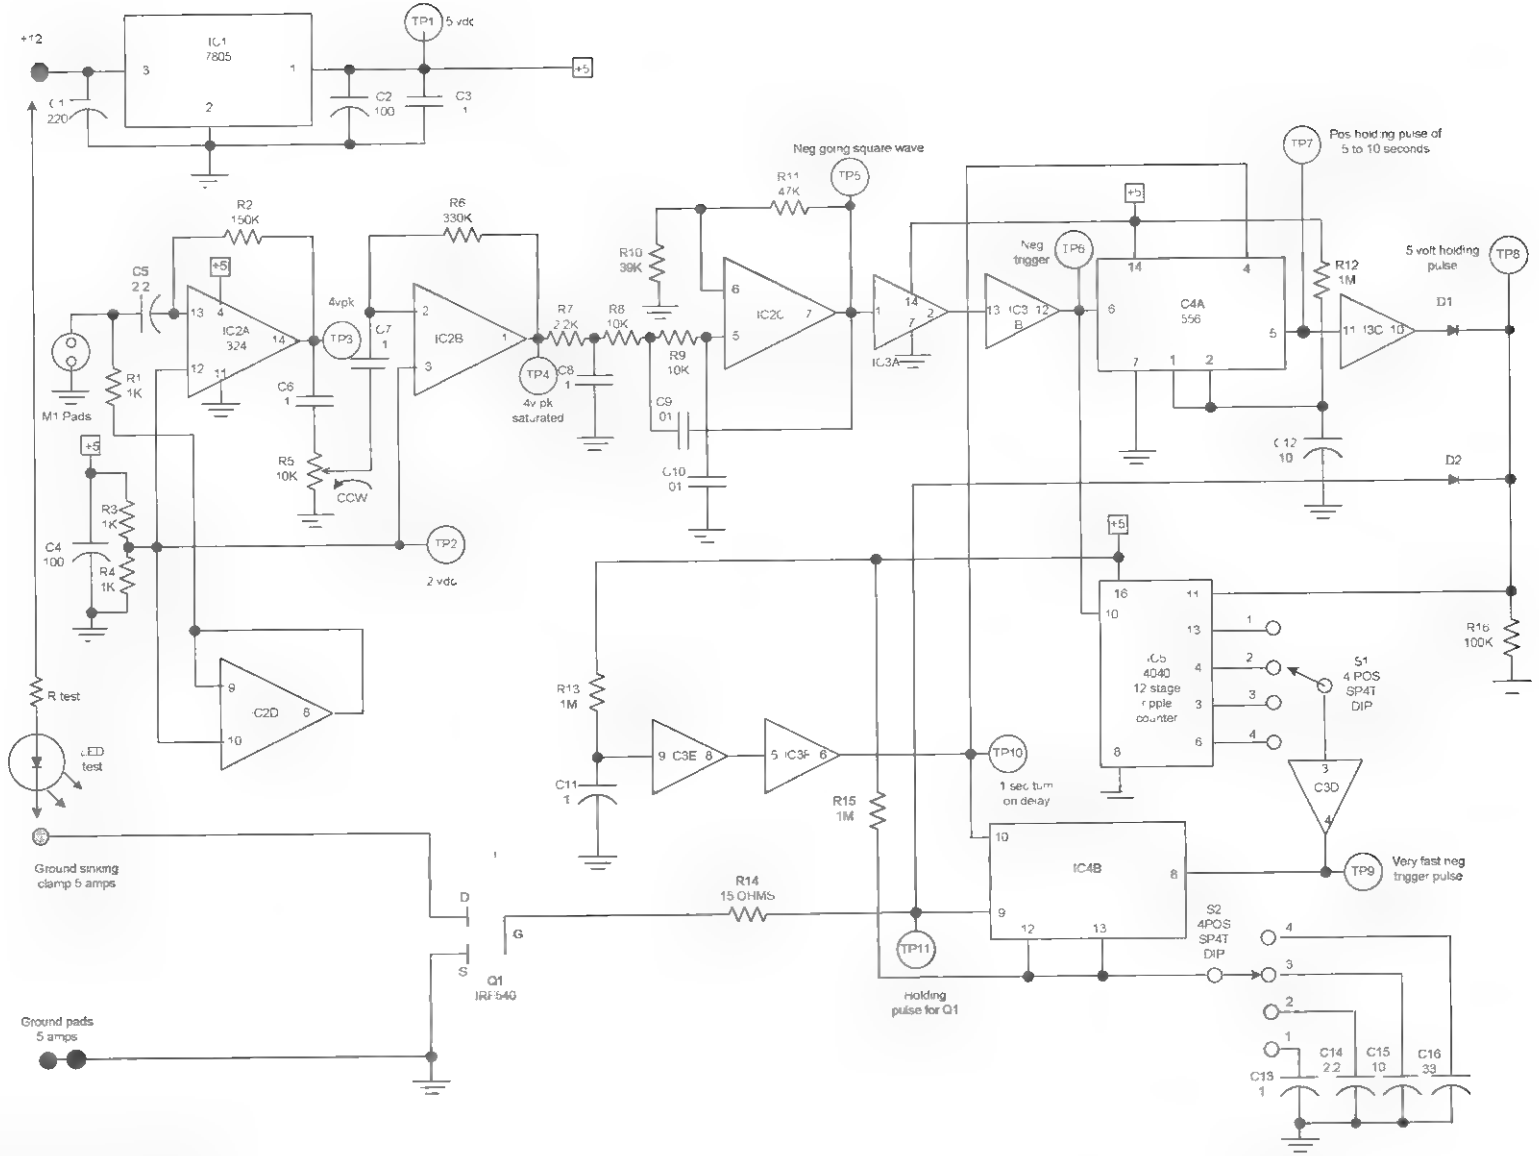

Figure 34-3 *Circuit schematic*
Figure 34-3 shows the complete schematic of the controller section circuit, and the sonic pain-field generator section schematic is shown in Chapter 35. The bark is detected by microphone M1 and amplified by operational amplifier IC2A. The DC follower IC2D sets the midpoint bias, and resistor R2 sets the gain of this stage. The output level at this stage is controlled by potentiometer R5 and fed to amplifier/filter IC2C with a passband set by resistors R8 and R9 and capacitors C8 and C9. Schmidt discriminators
1. Assemble the test jig, referring back to Figure 34-3. If the circuit is correct, you may go right to the connection of the test jig as shown and perform the following steps:
4. If the circuit does not work, you may need a scope to test the various test points as shown in Figure 34-3. They should have the following values: